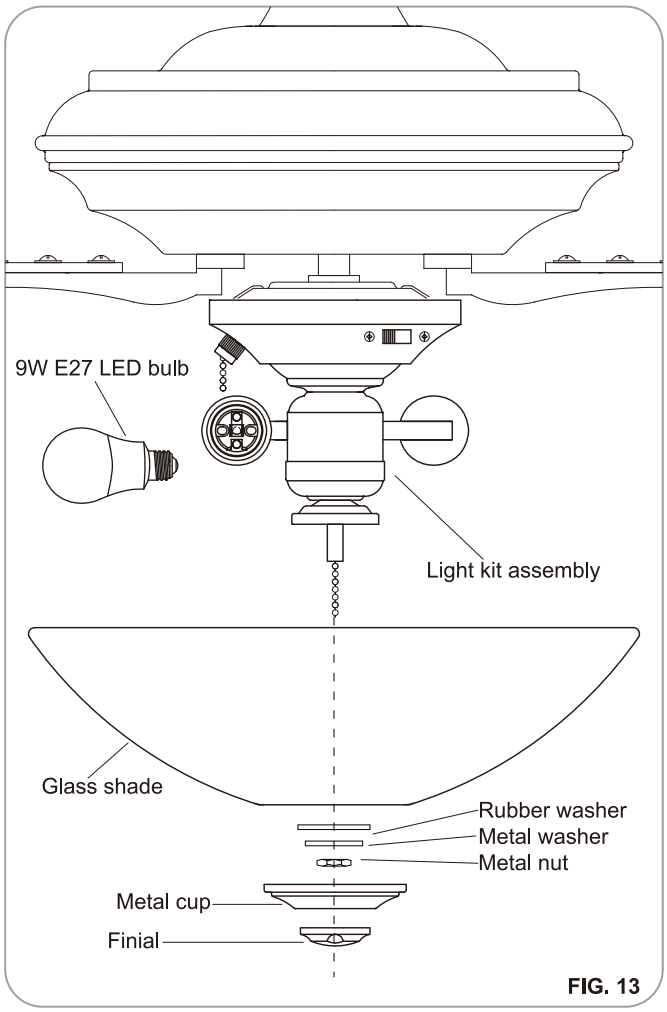

FIG. 13
Step 1. Install 2*9W E27 LED (included) into socket. (Fig.13)
Step 2. Remove the rubber washer, metal washer, metal nut metal cup and finial from the light kit assembly. Place glass shade over the light kit stem, secure with the rubber washer, metal washer, metal nut, metal cap and finial. Do not over tighten. (Fig.13)